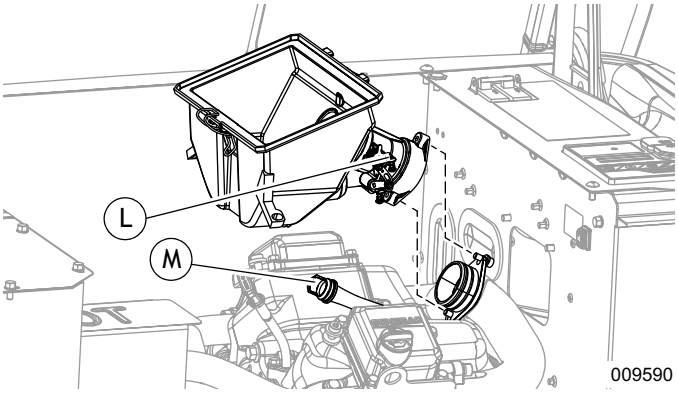

Рисунок 9. Демонтаж смесительной камеры (серия 500/1000)
4. См. ***Рисунок 9***. Снимите винты, которыми смесительная камера крепится к впускному патрубку (доступ к винтам обеспечивается со стороны разделяющей панели). Отставьте в сторону основание воздушной коробки и смесительную камеру (L), не отсоединяя провода от смесительной камеры, для получения доступа к шлангу сапуна (M).